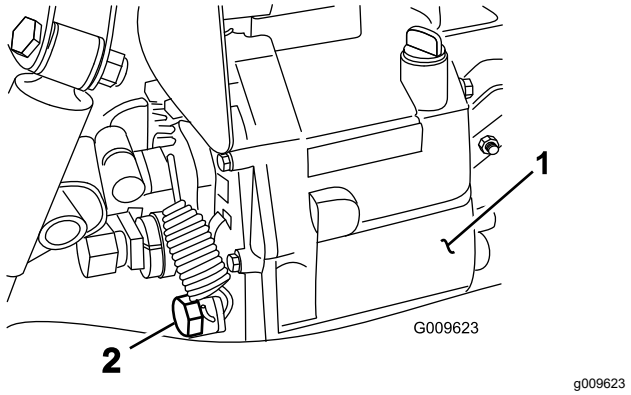

**図 70**
4. 油圧オイルタンクの側面にあるドレンバルブをゆるめ、流れ出すオイルを容器に受ける(図 70)。